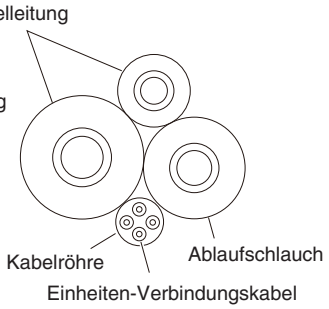

Abb. 3-27
(5) Kühlmittelleitungen, Ablaufschlauch und Kabelröhren (für Einheiten-Verbindungskabel usw.) wie in Abb. 3-27 anordnen.